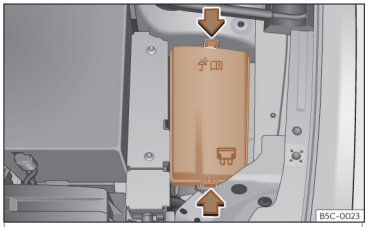

Abb. 48 Im Motorraum: Abdeckung des Sicherungskasten.
- Drücken Sie die Verriegelungslaschen, um die Abdeckung des Sicherungskastens zu entriegeln››› Abb. 48.